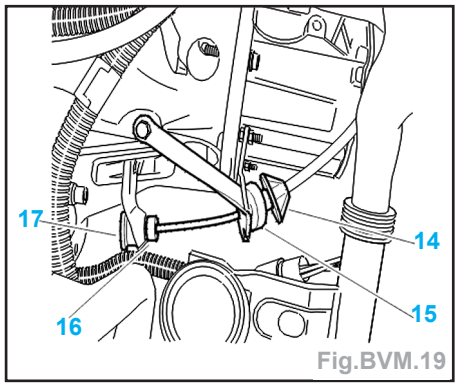

Fig.BVM.19
- Ecarter l'embout gaine (14) et le tampon (15) du support de câble (16) (Fig. BVM.19).
- Dégager la bague (17) de la fourchette de débrayage.